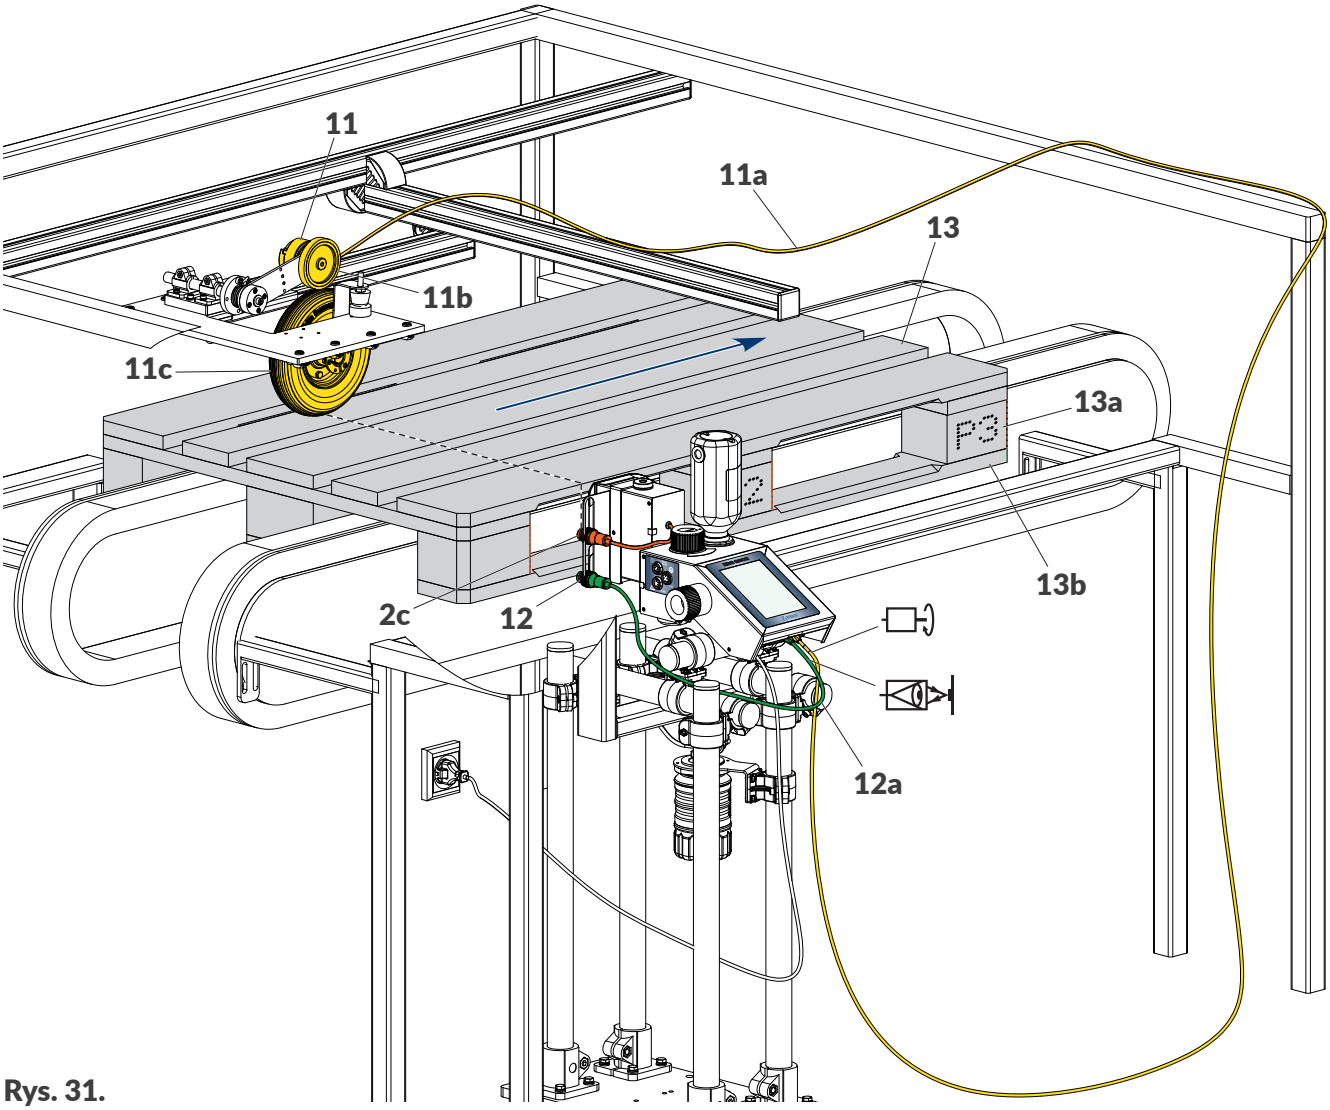

Rys. 31.
W drukarkach **Hi-Res** EBS-2600 standardowo używany jest fotodetektor wewnętrzny **2c** (patrz ***Rys. 31***). Jeżeli jednak nie ma możliwości jego zastosowania (np. konieczność zastosowania fotodetektora użytkownika lub fotodetektora z dłuższym kablem) to można zastosować fotodetektor zewnętrzny **12** podłączany do wejścia na panelu tylnym sterownika drukarki. Urządzenie może również obsługiwać dwa fotodetektory jednocześnie. Funkcjonalność ta może zostać wykorzystywana, np. do synchronizacji wydruków w trakcie opisywania europalet **13** (***Rys. 31***).
*Enkoder **11** wraz rolką **11b** oraz zespołem koła prowadzącego **11c** (patrz ***Rys. 31 na stronie 39***) toczącego się po powierzchni palet służy do dopasowania szybkości drukowania do zmiennej szybkości przesuwania się palet na transporterze.*